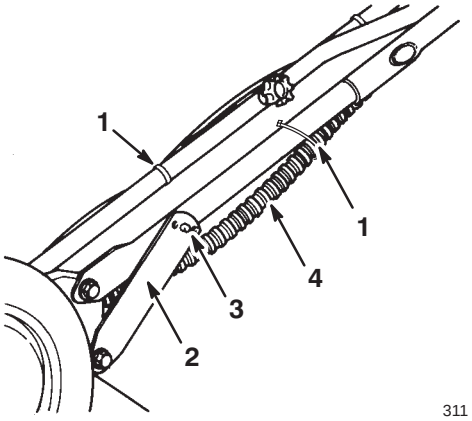

Figure 3
3. Move the handle latches slightly outward to allow the handle to freely pivot backward into the operating position (Fig. 3).
5. Move the handle latches inward while snapping the handle stud into the center hole of the handle latch (Fig. 3).
7. Make sure that the control cables are to the rear and inside of the handles and secure the cables to the handle with cable ties (Fig. 3).